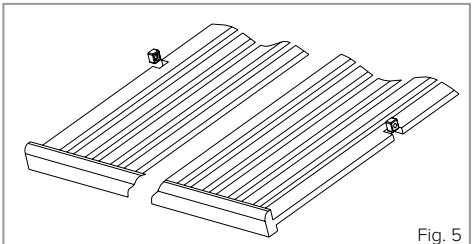

Fig. 5
- To remove a shelf from the wine cooler, first remove all bottles from the shelf, then pull the shelf forwards until the groove on either side of the shelf is level with the plastic peg on either side of the cabinet (as shown in fig 5).